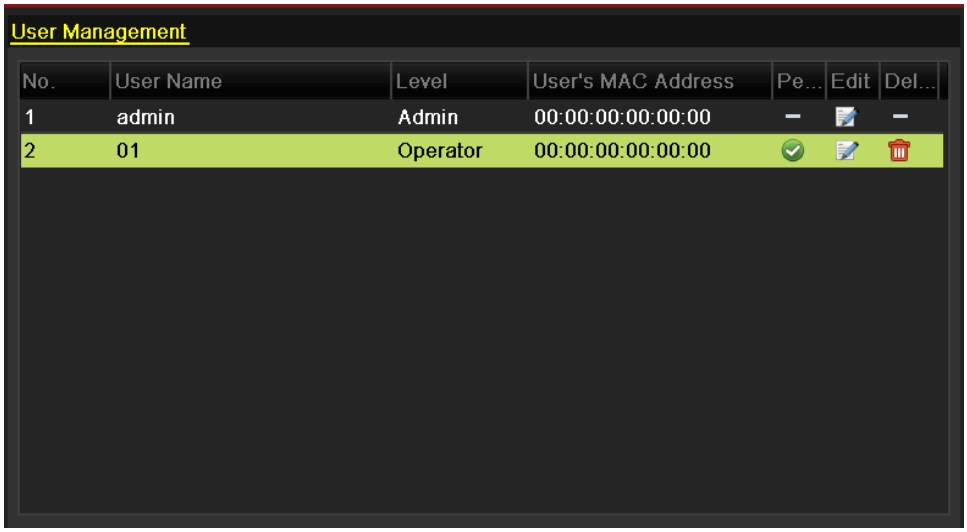

Figure 1. 3 User List
2. Select the user to be deleted from the list, as shown in Figure 1. 3.
2. Select the user to be edited from the list, as shown in Figure 1. 3.